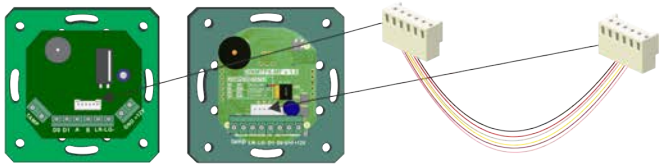

fig. 1
1. Conecte ambos dispositivos con el cable suministrado. (fig. 1)